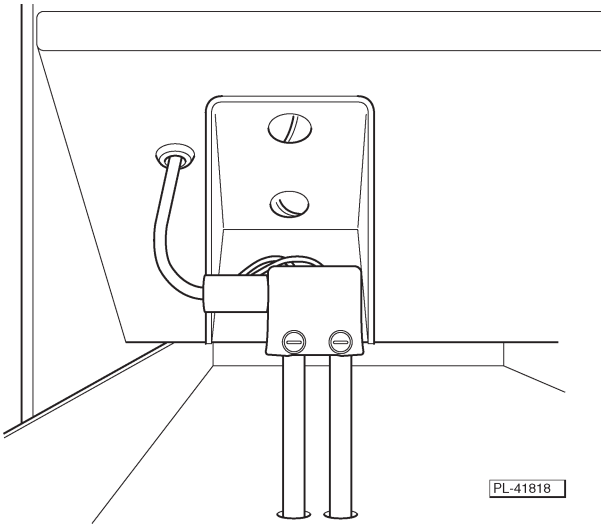

Fig. 22
3. Spray a de-liming agent onto the water level sensor probes once a month (Fig. 22) (or more often if needed) to avoid scale build up. Then, remove scale with a non-abrasive scouring pad.